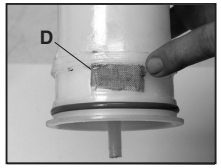

Figure 17
5) If the pump handle snaps to the down position when you lift it up, this means that the inlet screen (D) is clogged. It should be cleaned with a small hard bristle brush and detergent before reassembling (Figure 17).